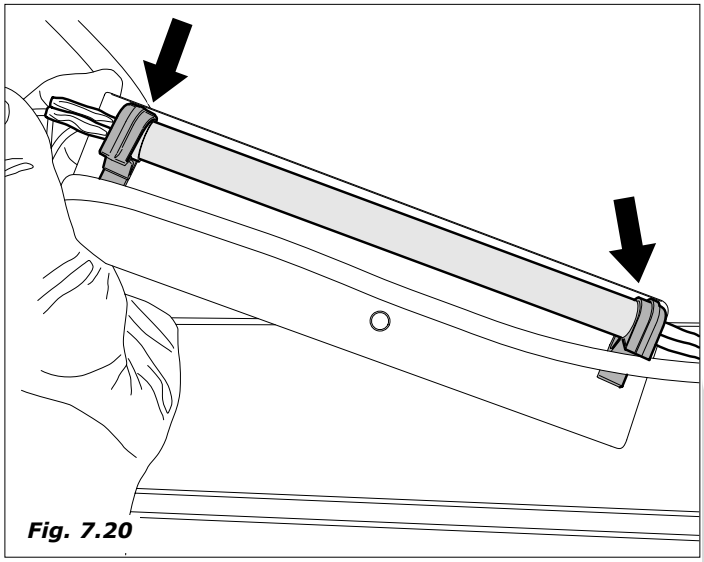

Fig. 7.20
- Substituir então a lâmpada removendo-la dos fechos *(Fig. 7.20)*